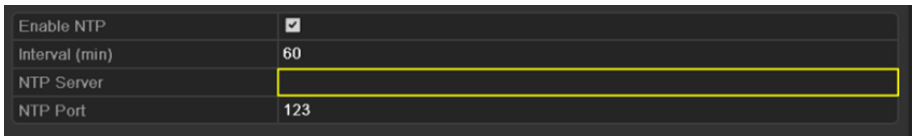

Figure 11. 5 NTP Settings Interface
2. Select the **NTP** tab to enter the NTP Settings interface, as shown in Figure 11. 5.